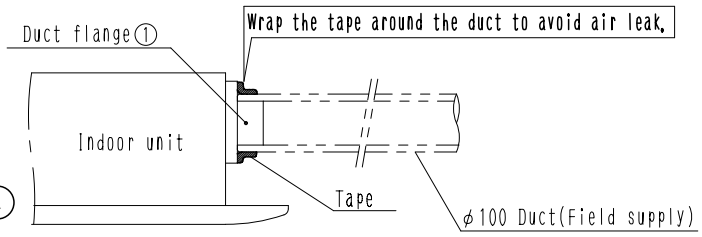

Fig. 4
❷ Installation procedures of duct <Nominal diameter of duct: φ100>
1. Connect the duct to the duct flange. (Flange fits inside the duct.) (Fig. 4)